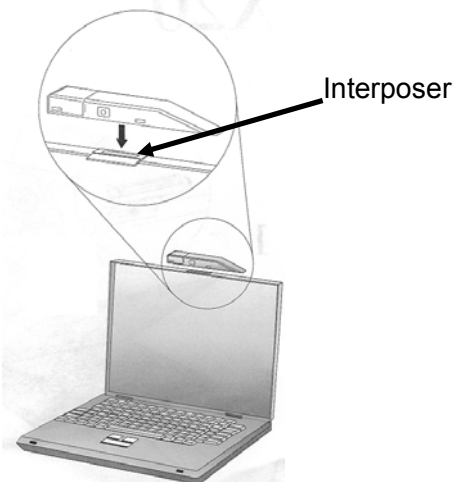

Figure 1 - A31p UltraPort Camera Position
4. Open small cover above Interposer (Refer to Figure 1)
5. Move and hold Release Latch towards angled side of A31p UltraPort camera. Align metal legs below A31p Ultraport camera with holes inside Interposer and place camera on Interposer (Refer to Figures 1 and 2)